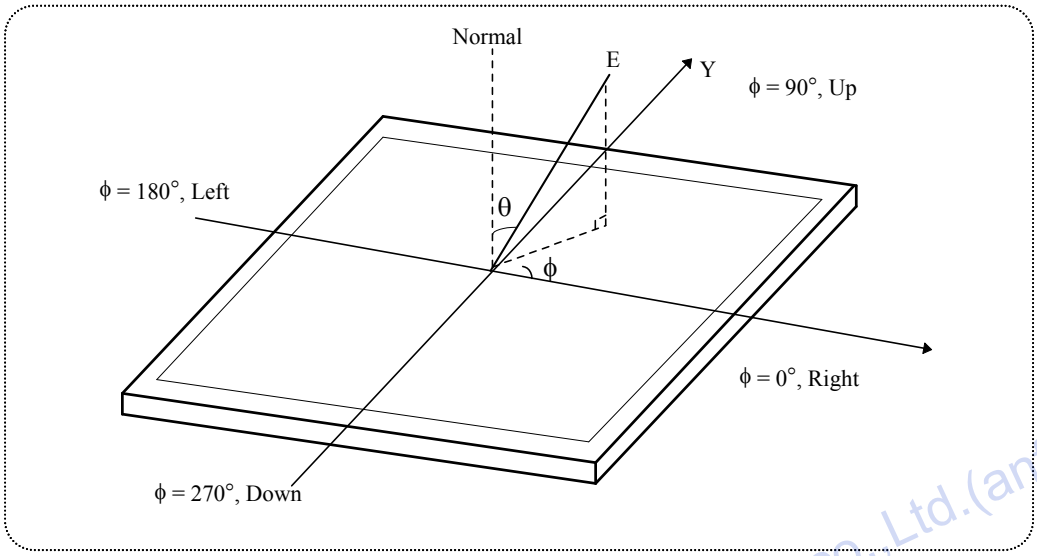

FIG.10 Viewing angle
6. Viewing angle is the angle at which the contrast ratio is greater than 10. The angles are determined for the horizontal or x axis and the vertical or y axis with respect to the z axis which is normal to the LCD surface. For more information see FIG.10 ***(By PR880)***